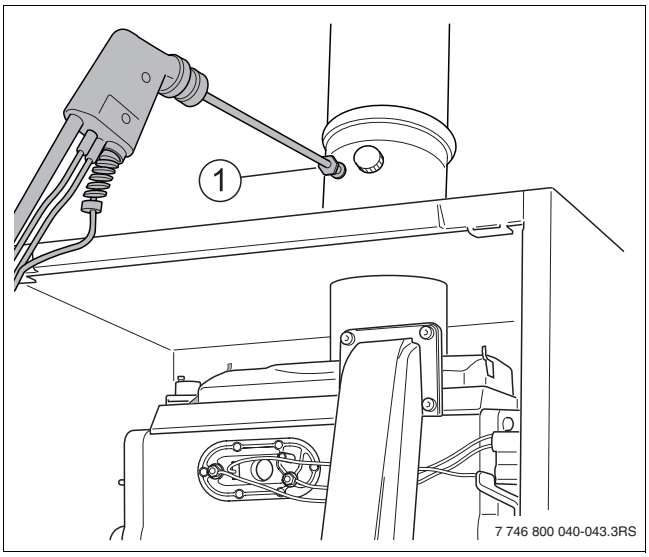

Rys. 64 Punkt pomiaru spalin
- W punkcie pomiaru spalin (→ rysunek 64, [1]) zmierzyć zawartość tlenku węgla.